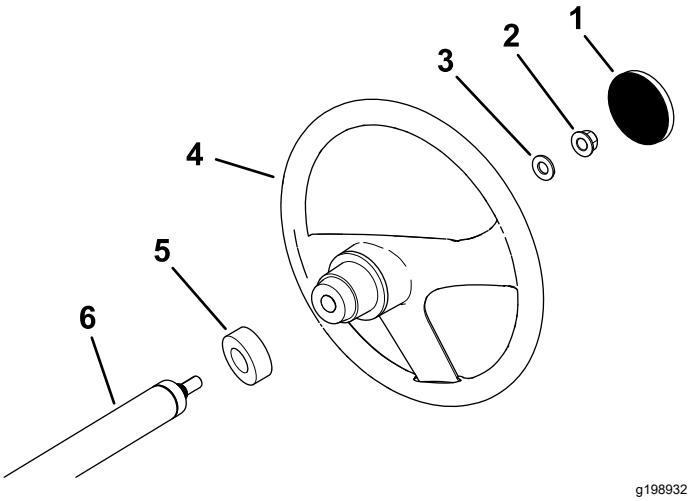

Figura 3
1. Si la tapa está instalada, retírela del centro del volante (Figura 3).
2. Retire la contratuerca (½") de la columna de dirección (Figura 3).
3. Coloque el volante, el protector de polvo y la arandela (½") sobre el eje de dirección (Figura 3).
5. Instale la tapa en el volante (Figura 3).